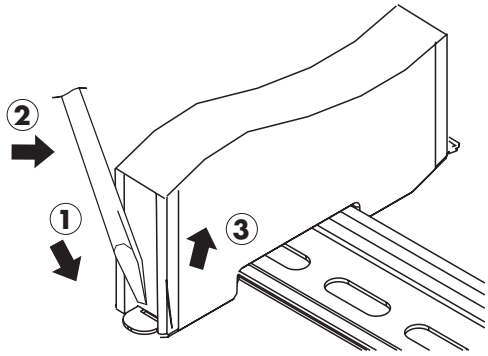

Figure 7: Removing an MTL7700 range of barrier from a DIN-rail
d) To remove a barrier (figure 7), use the tip of a screwdriver (with a blade width of 4 to 5mm, minimum shaft length 60mm) to ease the metal clip at the base on the safe-area end outwards until the barrier is freed and can be removed easily by unhooking the hazardous-area end.